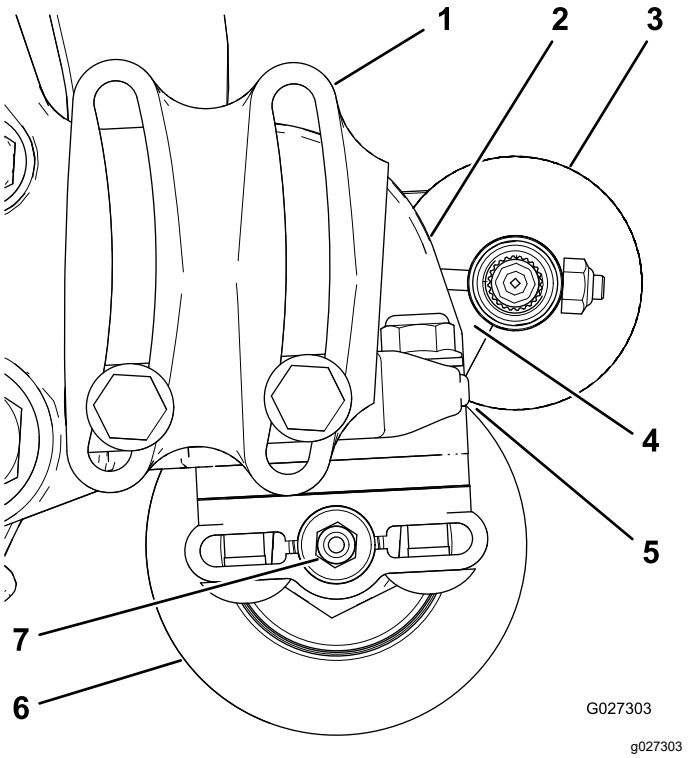

**Рисунок 14**
2. Расположите щетку катка так, чтобы она только слегка соприкасалась с задним катком (или слегка опиралась на него) (Рисунок 14).